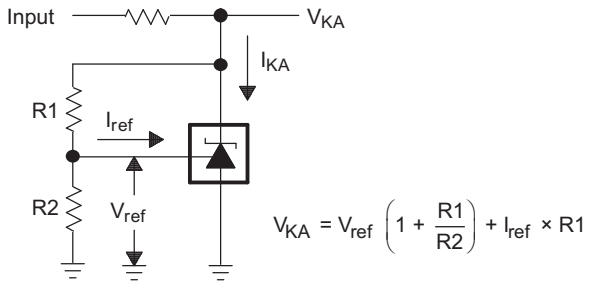

**図 18. $V_{KA} > V_{ref}$のテスト回路**
| $\Delta V_{ref}$ / $\Delta V_{KA}$ | カソード電圧変動に対するリファレンス電圧変動の比率 | 図 18を参照 | $I_{KA}$ = 1mA | $\Delta V_{KA}$ = 10V - $V_{ref}$ | | –1.4 | –2.7 | mV/V |
| $I_{ref}$ | リファレンス入力電流 | 図 18を参照 | $I_{KA}$ = 1mA、R1 = 10kΩ、R2 = ∞ | | | 0.2 | 0.4 | µA |
| $I_{I(dev)}$ | 全温度範囲にわたるリファレンス入力電流の偏差 (1) | 図 18を参照 | $I_{KA}$ = 1mA、R1 = 10kΩ、R2 = ∞ | | | 0.1 | 0.3 | µA |
ダイナミック・インピーダンスは次のように定義されます。 $|Z_{KA}| = \frac{\Delta V_{KA}}{\Delta I_{KA}}$ 。2つの外部抵抗を使用する場合（図18を参照）、回路の総ダイナミック・インピーダンスは $|z'| = \frac{\Delta V}{\Delta I}$ で求められ、 $|Z_{KA}|\left(1+\frac{R1}{R2}\right)$ とほぼ等しくなります。